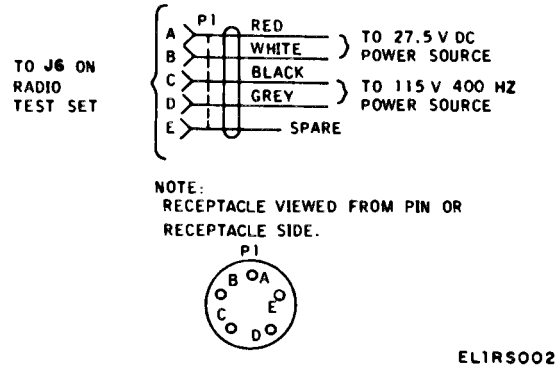

Figure 1-2. Electrical Power Cable Assembly CX-11568/ARM-92, schematic diagram.
a. The external sources of power are connected to J6 by Electrical Power Cable Assembly CX-11568/ARM-92 (power cable) (figure 1-2). The 27.5 volts dc is applied bettween pins A and B, the positive side to pin A, ground to pin B. The 115 volts, 400 Hz is applied with the high side to pin D. The connection from J6-A is made through fuse F2 to P5-Z on the control unit (figure 4-12). When the control unit power switch is in the PWR or TEST position, the 27.5-volt dc circuit is completed to P5-M (figure 4-11). The 27.5 volts is then routed to relay K1. This voltage energizes relay K1, and the circuit is completed for the 115 volts, 400 Hz from J6-D through fuse F1 to transformer T1. Transformer T1 steps down the 115 volts, 400 Hz to 26 volts, 400 Hz. The 26 volts, 400 Hz is routed to RMI connector P4, compass simulator connector P1, and connector P3 of the radio receiver.